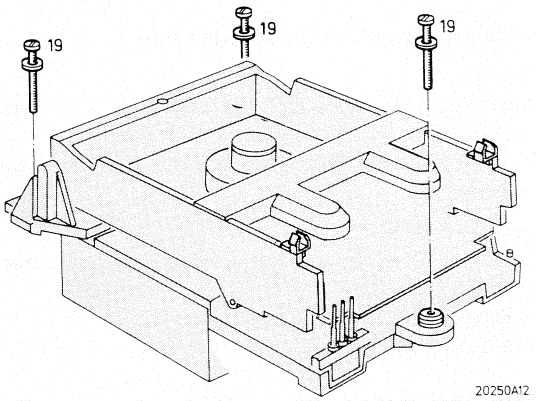
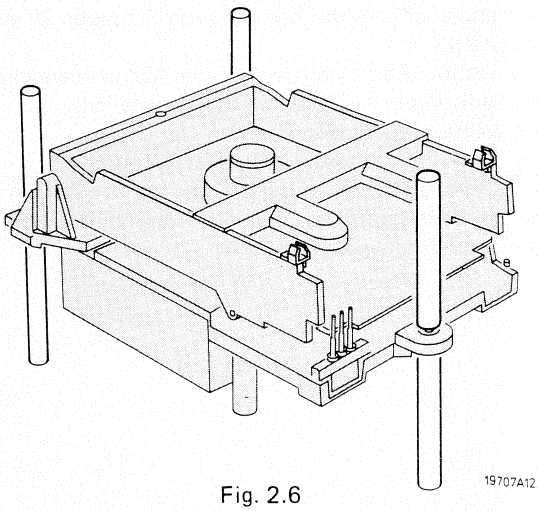

Fig. 2.4
Fig. 2.6
- Die Schrauben 19 (3x) ganz lösen (siehe Abb. 2.4).
- Bei grösseren Reparaturen soll die Verdrahtung des Laufwerks gelöst und das Laufwerk auf die Service-Stützen gestellt werden (siehe Abb. 2.6).
- Cassette aus dem Gerät herausnehmen; den Lift schliessen und den Netzstecker ziehen. Die drei Schrauben (Pos. 19 in Abb. 2.4) entfernen und das Laufwerk auf die Service-Stützen über die Befestigungspunkte setzen (Abb. 2.6).